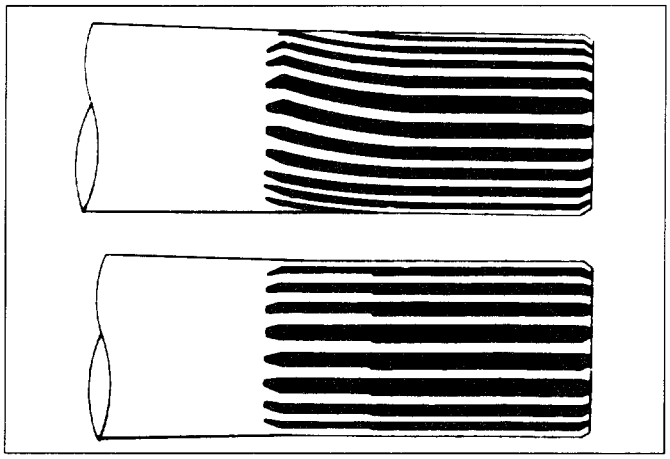

Fig. 4B-10
- When checking the axle shaft, pay special attention to the splined portions and replace the shaft if distortion or step wear is noticeable. Correct slight step wear with a grinder (Fig. 4B-10).
Axle shaft run-out (Fig. 4B-11)